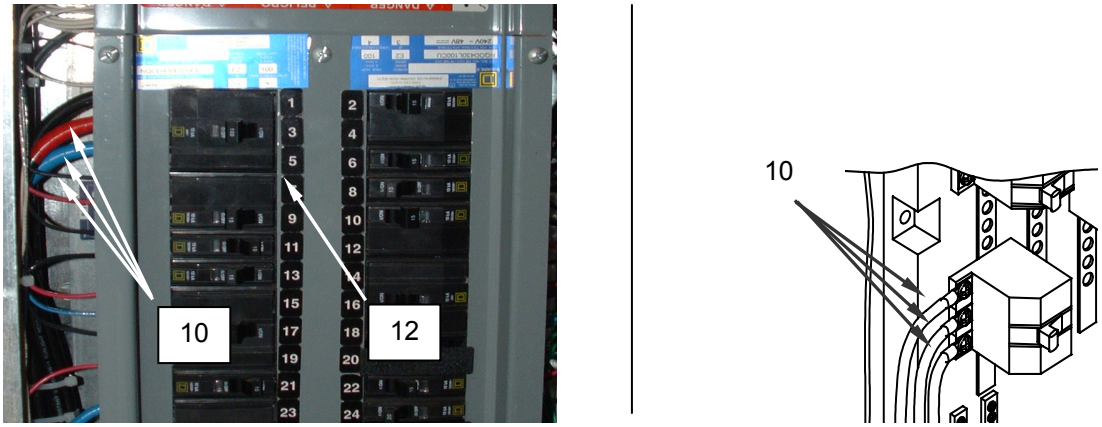

Figure 5. Replace the Power Input Receptacle.
10. Connect the wires **(Figure 5, Item 10)** as tagged to the main circuit breaker **(Figure 5, Item 12)**, if replacing the main power input connector, or to the dryer circuit breaker if replacing one of the dryer circuit breakers.